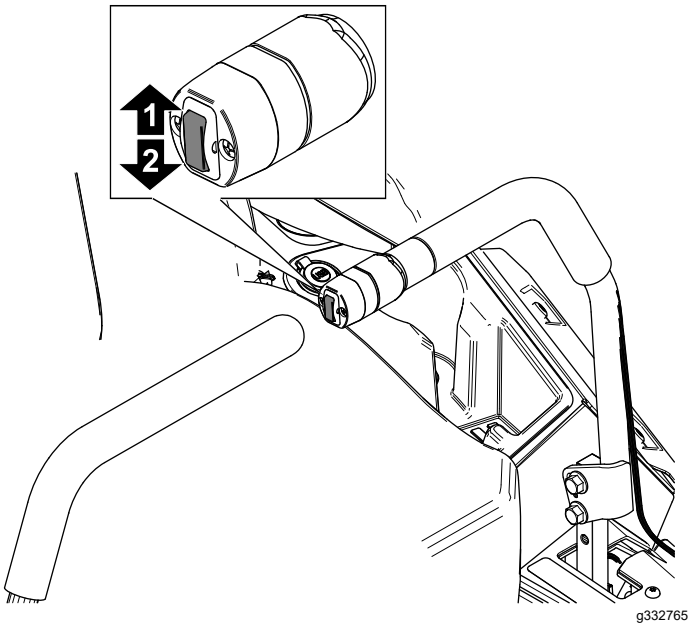

Figuur 30
1. Druk de hefschakelaar naar boven (Figuur 30).